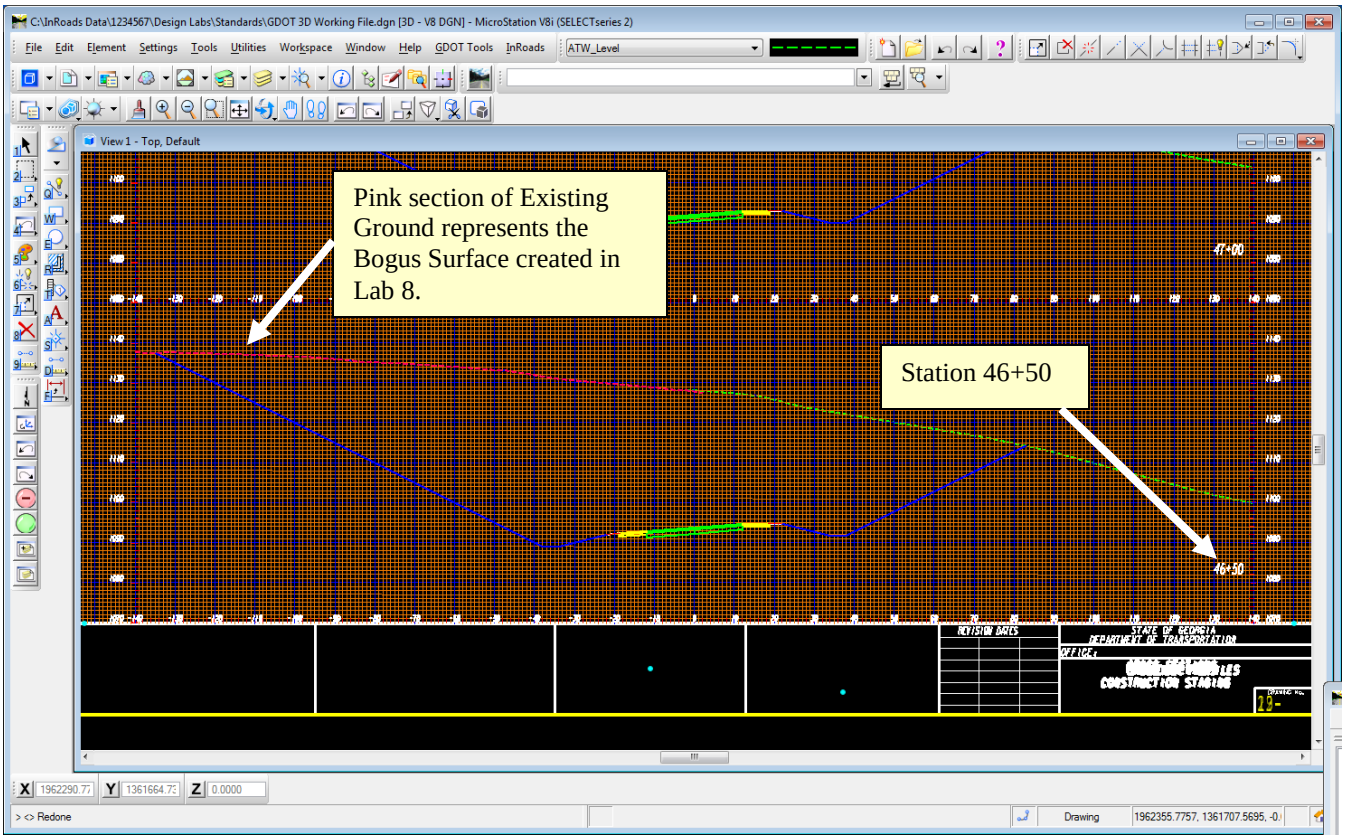

Figure L9-5 MicroStation
- Notice in MicroStation - the View Window now contains the Cross Section at Station **46+50** as shown in *Figure L9-5*.